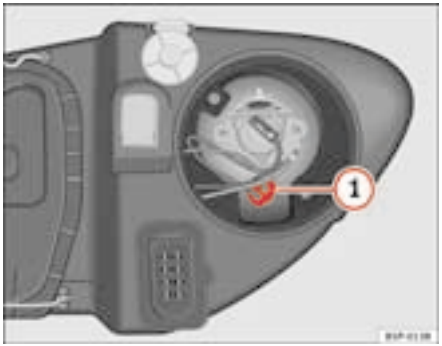

Fig. 184 Side lights
– Extract the lamp holder ⇒ fig. 184 (1) outwards.